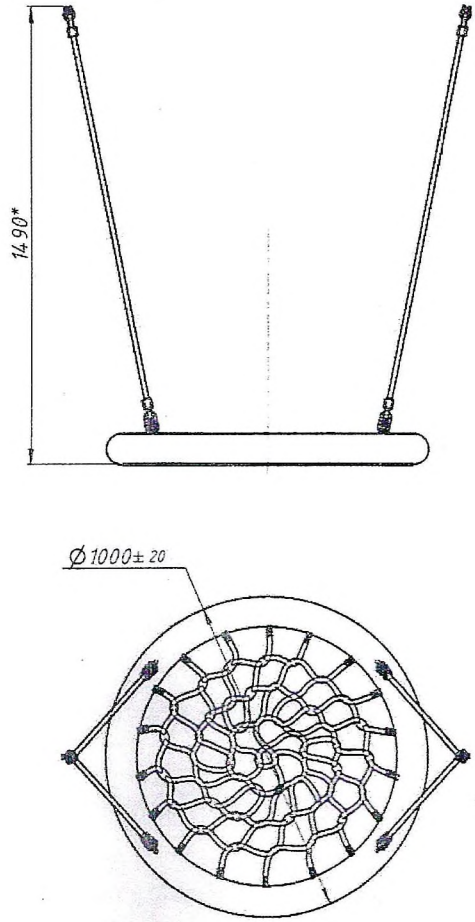

Рис. 1 Общий вид
10.1. Общий вид Сиденья «Гнездо» «ИЗКНТ-00140» (Рис. 1).